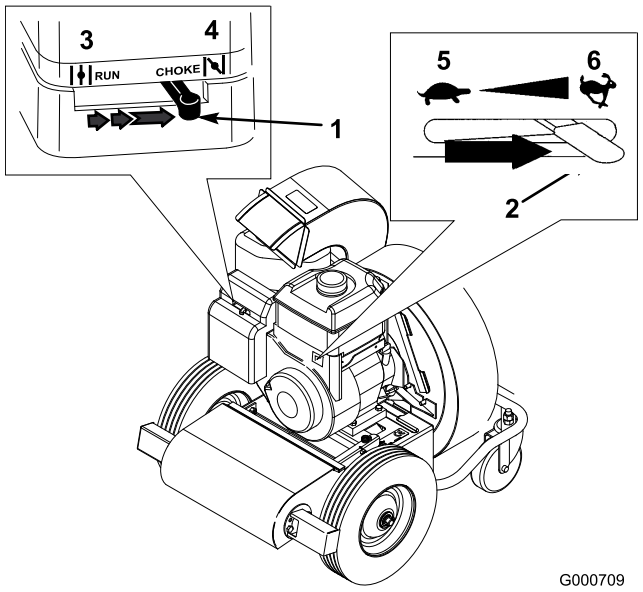

Figur 16
1. Flytta chokereglaget (på motorns vänstra sida) till chokeläget (Figur 16).
2. Flytta gasreglaget (på motorns högra sida) till det snabba läget (Figur 16).
4. När motorn värms upp flyttar du gradvis choken till det avslagna läget (Figur 16).
Flytta gasreglaget hela vägen åt vänster till det långsamma läget (Figur 16).